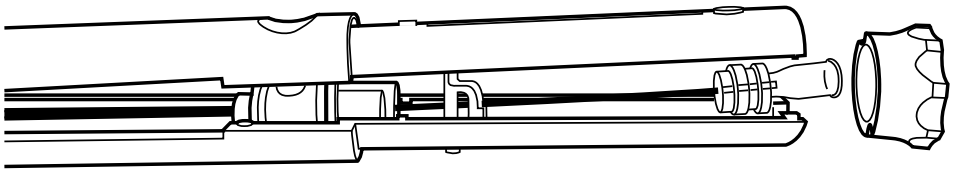

Figura 20. Allargamento delle due metà del filetto elicoidale
5. Allargare le due metà del filetto elicoidale per aprirle e poter accedere ai lumi interni del sistema di rilascio (figura 20).